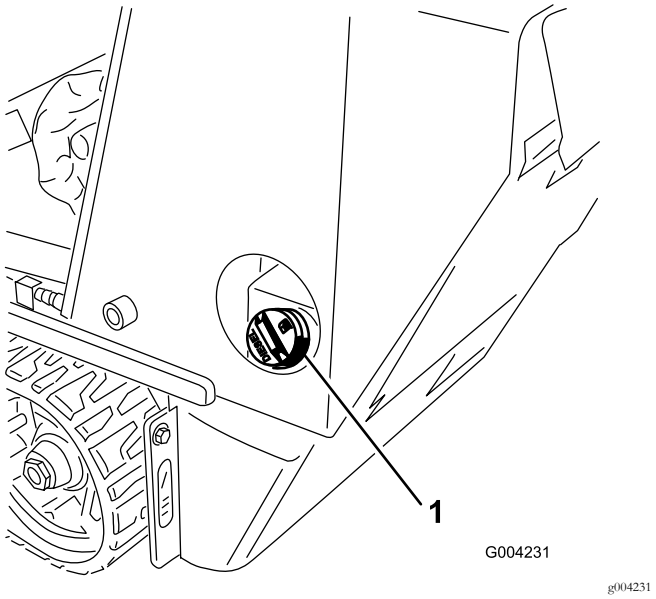

Rysunek 16
1. Odkręć korek zbiornika paliwa (Rysunek 16).